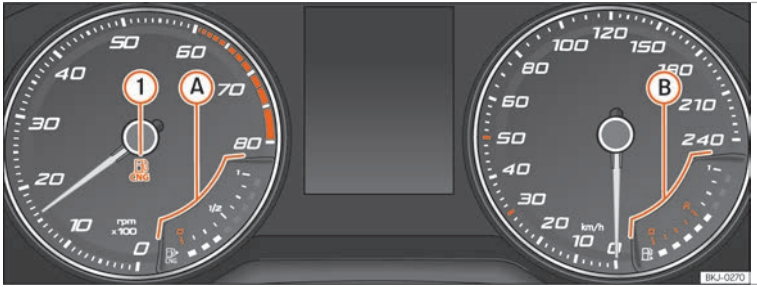

Fig. 71 Painel de instrumentos analógico: indicador do nível de gás natural
Acende-se a verde ››› Fig. 71 ①